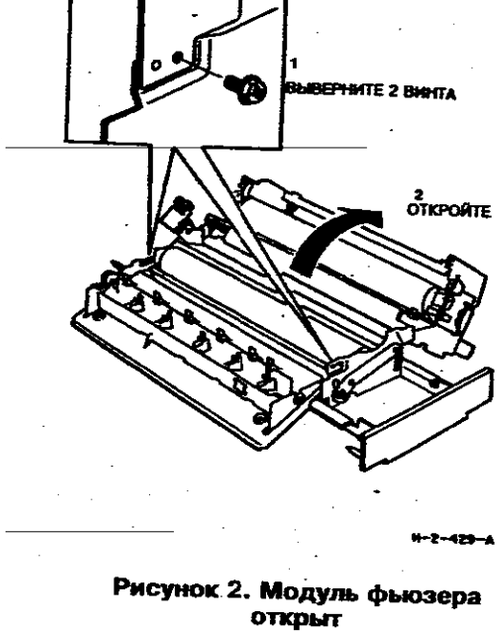

**Рисунок 2. Модуль фьюзера открыт**
6. (Рисунок 2) Откройте модуль фьюзера.